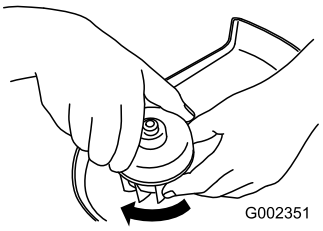

Figuur 17
3. Draai de kap linksom totdat deze vastzit (Figuur 17).